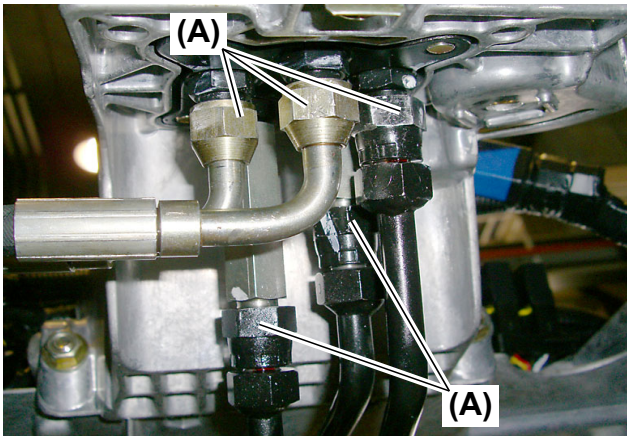
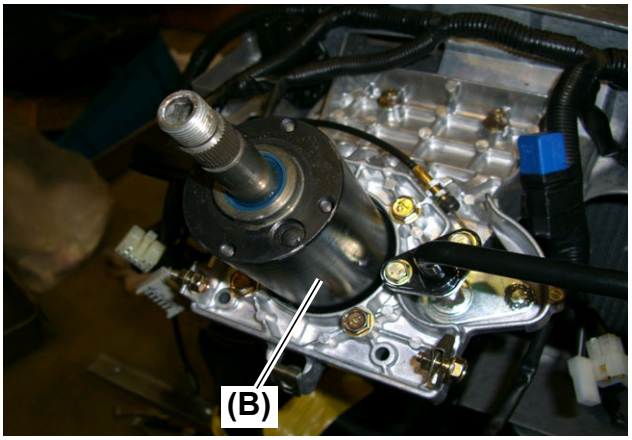

Fig. 12
Fig. 13
1. Before removing the hydraulic oil pipes **(Fig. 12, (A))**, mark the oil pipes and the power steering valve port **(Fig. 13, (B))**.
2. Remove the hydraulic oil pipes **(Fig. 12, (A))**.
●Before removing the hydraulic oil pipes **(Fig. 12, (A))**, drain the hydraulic oil.